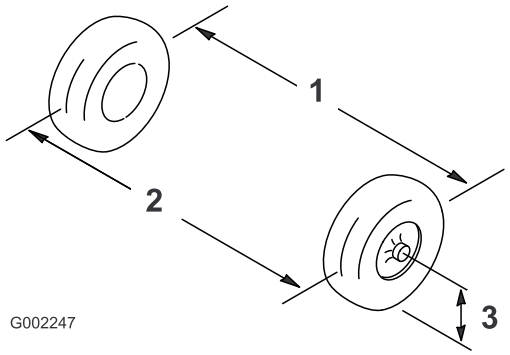

Figure 49
2. Measure the distance between both of the front tires at the axle height at both the front and rear of the front tires (Figure 49).